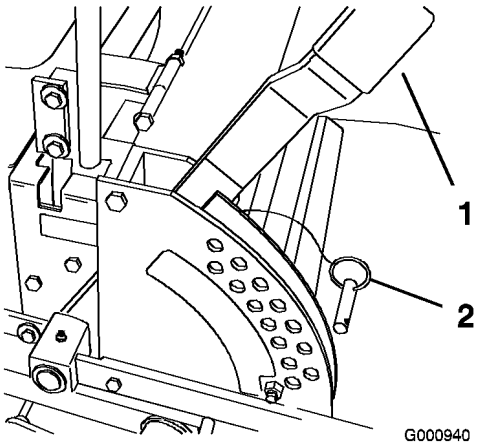

Figur 17
1. Höj klipphöjdsreglaget till transportläget (som också är klipphöjdsläget 127 mm) (Figur 17).
2. Justera inställningen genom att ta ut sprintbulten ur klipphöjdsfästet (Figur 17).
3. Sätt i sprintbulten i det hål i klipphöjdsfästet som passar för den önskade klipphöjden (Figur 17).